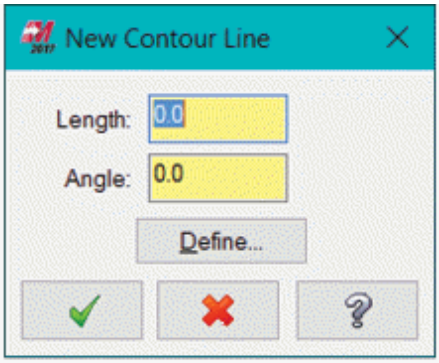

Figure-47. New Contour Line dialog box
- If you want to add a straight line to the cutting toolpath at beginning then select the check box before **Add Line** button and then click on the **Add Line** button. The **New Contour Line** dialog box will be displayed; refer to Figure-47. Specify the length of line and angle in the respective edit boxes and click on the **OK** button. Note that you can specify the same value in **Angle** and **Length** edit boxes of the **Entry Vector** area of the dialog box. If you want to use tangential or perpendicular direction of the toolpath to add **Lead In** then select the respective radio button from the **Entry Vector** area.